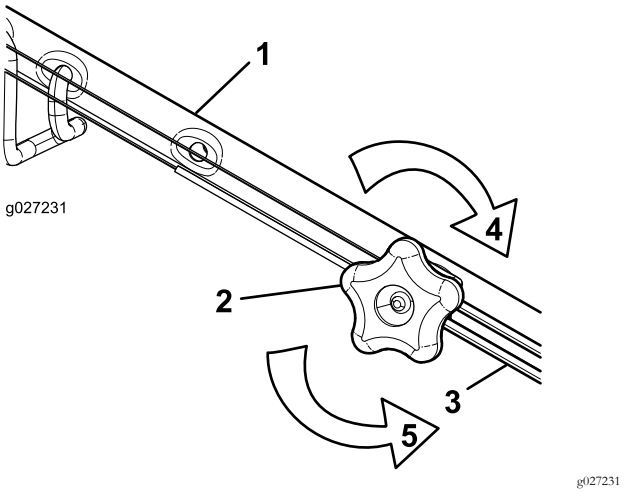

Figur 33
1. Vrid justeringsvredet moturs för att lossa kabeljusteringen (Figur 33).
2. Justera kabelspänningen (Figur 33) genom att dra den tillbaka eller trycka den framåt och sedan hålla den i det läget.